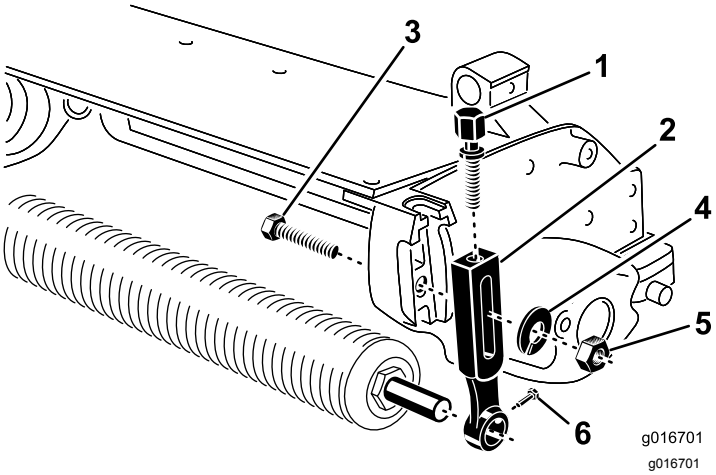

Figura 1
1. Retire el perno avellanado, la arandela y la tuerca que sujetan uno de los brazos de ajuste de la altura de corte (ADC) a la chapa lateral de la unidad de corte (Figura 1).
2. Afloje los tornillos de montaje del rodillo de los brazos ADC (Figura 1).
3. Retire el brazo ADC del eje del rodillo (Figura 1).